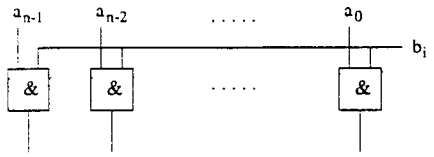

Abbildung 1: Aufbau des Multiplizierers M(1,n)
1. Der Schaltplan des Multiplizierers M(n,1) ist in Abbildung 1 dargestellt.